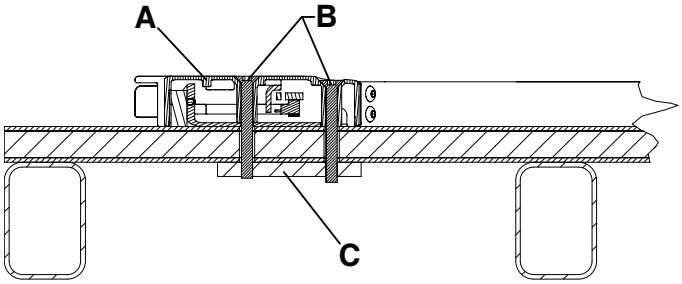
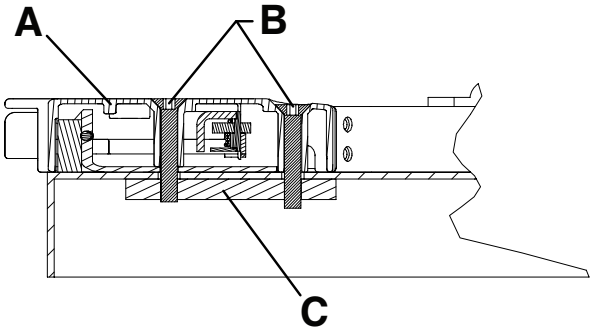

Figura 7 – Lato piedi montato a pavimento – Vista 3A
Figura 8 – Lato piedi montato su piattaforma – Vista 3B
3. Ancorare la sede del dispositivo di blocco del lato piedi (A) al pavimento o alla piattaforma, usando quattro viti M8 a testa piatta (B) (non fornite).
Nota - Per un ulteriore supporto è necessaria una piastra intermedia in acciaio (o equivalente) (C) (non fornita) (Figura 7 o Figura 8).